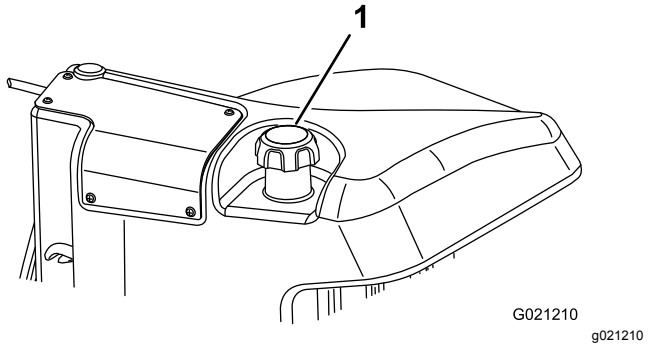

**Figur 30**
3. Ta bort locket från bränsletanken (Figur 30).